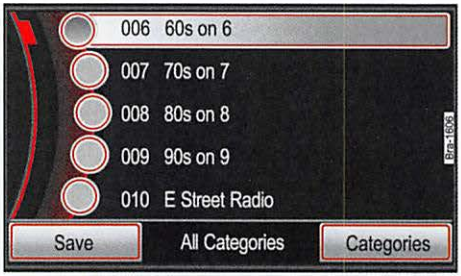

Fig. 15 Station list of all selectable stations (All Categories).
All the activated stations in the chosen category are displayed in the station list ⇒fig. 15.
- Press the [Categories] function button ⇒fig. 15.
If [▸All Categories] is selected, stations of all categories will be displayed ⇒fig. 15.